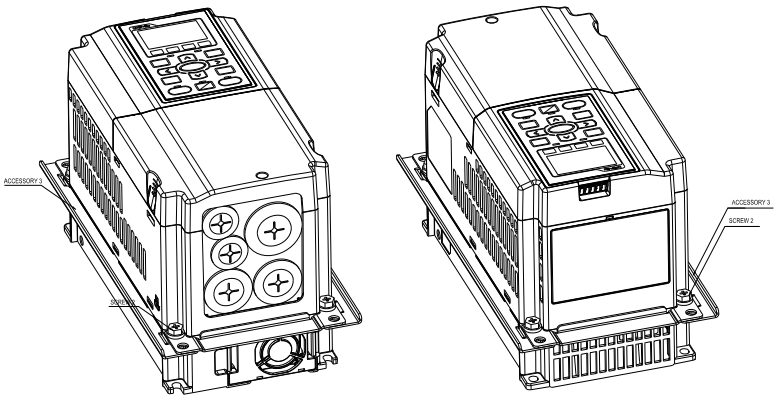

Figure 3
3. Install accessory 2&3 by fastening 2 of the screw 2(M6) (figure 3).